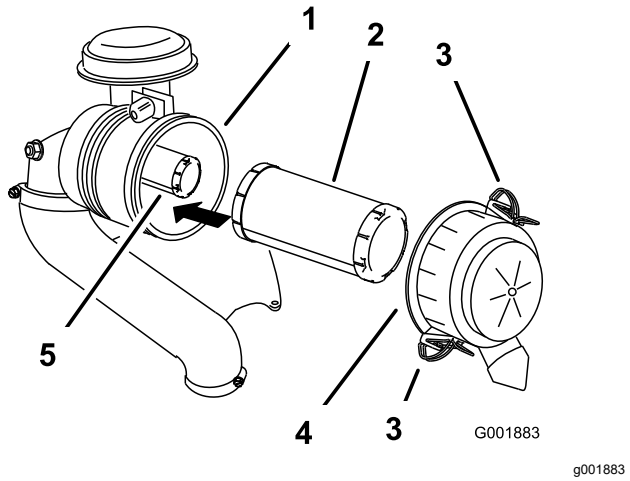

**Figuur 29**
3. Maak de sluitingen op het luchtfilter los en trek het luchtfilterdeksel van de luchtfilterbehuizing (Figuur 29).
5. Schuif het filter voorzichtig uit de luchtfilterbehuizing (Figuur 29).
2. Als u het veiligheidsfilter vervangt, schuif het dan voorzichtig in de filterbehuizing (Figuur 29).
3. Schuif het voorfilter op het veiligheidsfilter (Figuur 29).
4. Monteer het luchtfilterdeksel met de kant met het opschrift **up** naar boven gericht en maak de sluitingen vast (Figuur 29).